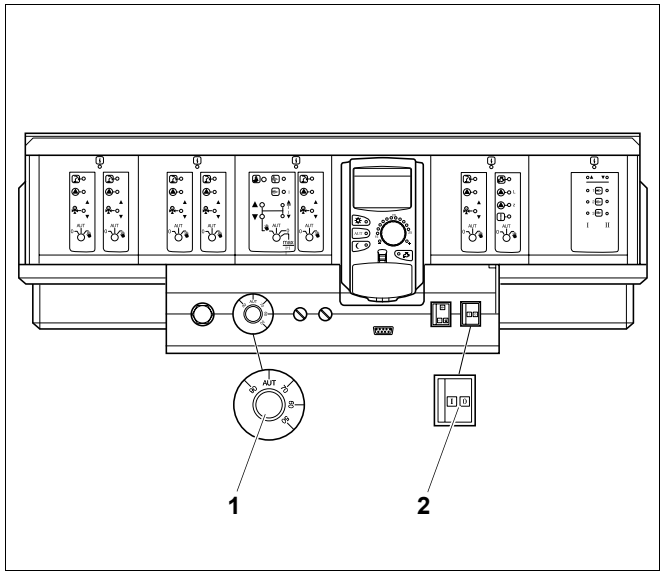

Рис. 7 Система управления Logamatic 4000
- Перевести пусковой выключатель (рис. 7, **поз. 2**) в положение "I" (Вкл).
- Установить регулятор температуры котловой воды (рис. 7, **поз. 1**) на "AUT". При поддержании постоянной температуры установить нужное значение (минимум 65 °C).
- Для подавления помех нужно перевести пусковой выключатель (рис. 7, **поз. 2**) в положение "0" (Выкл).
- Примерно через 3 секунды установить пусковой выключатель (рис. 7, **поз. 2**) в положение "I" (Вкл). Если после многократного переключатия пускового выключателя газовая горелка не включается, то (см. главу 11 "Устранение неисправностей", стр. 55).